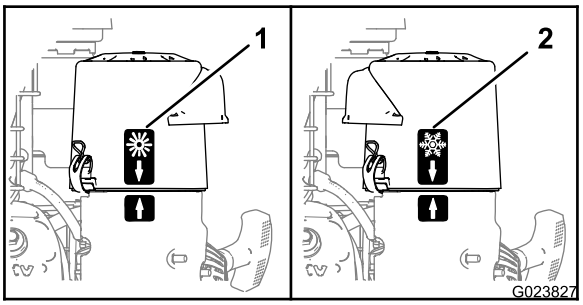

Figure 8
- À **basses températures ambiantes** (air froid et humidité), positionnez le flocon de neige situé sur le couvercle du filtre à air vers l'extérieur (Figure 8).
- Pour des **températures ambiantes normales**, positionnez le soleil situé sur le couvercle du filtre à air vers l'extérieur (Figure 8).